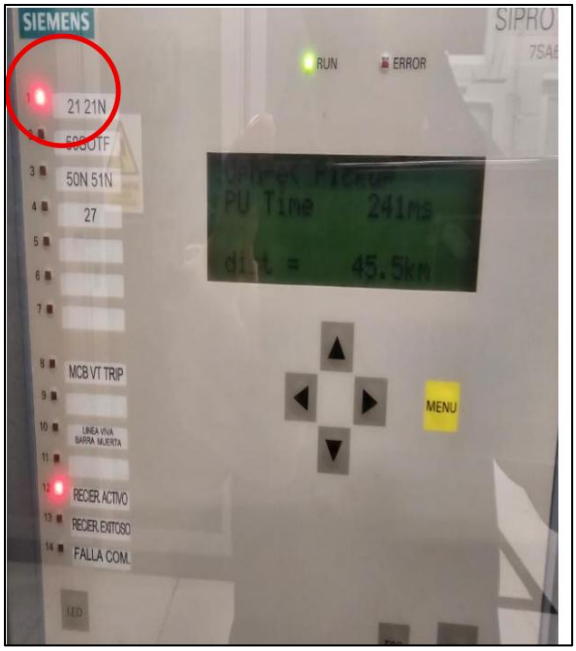

Figura 5. Relé 7SA611 de la línea L-1710 en la S.E. La Virgen (Fuente: LA VIRGEN).
11.3 En la S.E. La Virgen, luego de 228 ms de iniciada la falla, se produjo la desconexión de la línea L-1710 mediante la apertura trifásica del interruptor IN-152DX1, por actuación de su protección distancia (21) (Ver Figura 5).